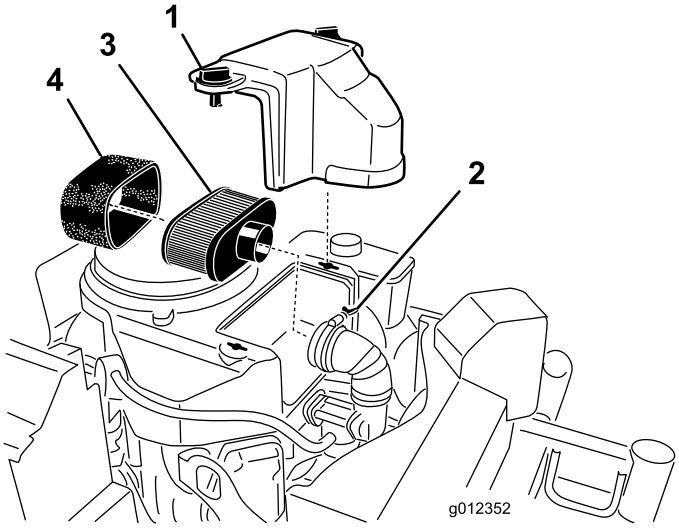

Figura 28
3. Limpie alrededor del limpiador de aire de forma que la suciedad no penetre en el motor y cause daños (Figura 28).
4. Desenrosque los pomos de la tapa y retire la tapa del limpiador de aire (Figura 28).
5. Desenrosque la abrazadera y retire el conjunto del limpiador de aire (Figura 28).
6. Retire cuidadosamente el filtro de gomaespuma del filtro de papel (Figura 28).
1. No limpie el filtro de papel, cámbielo (Figura 28)
1. Deslice cuidadosamente el elemento de gomaespuma sobre el elemento de papel (Figura 28).
2. Coloque el conjunto del limpiador de aire sobre la base del limpiador de aire y fíjelo con 2 tuercas de orejeta (Figura 28).
3. Coloque la cubierta del limpiador de aire y apriete el pomo de la cubierta (Figura 28).